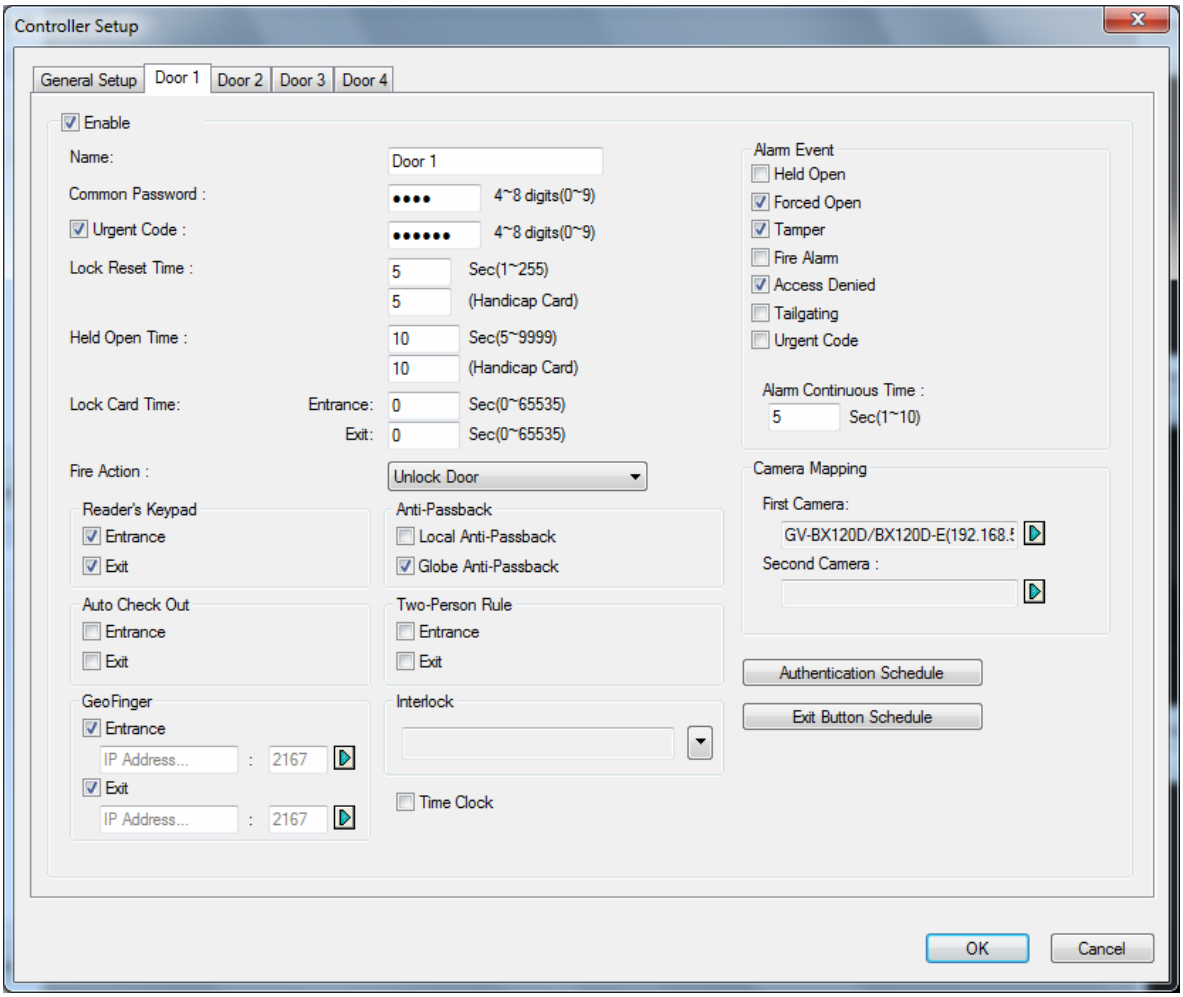

Figure 4-4
- **Interlock:** Enable Interlock function on the selected doors. Doors that are interlocked cannot be open at the same time. The door only unlocks when the other door is close. Using the settings in *Figure 4-4* as an example, Gate 1 will not unlock if either of Gate 4 and 5 is opened, and when Gate 1 is opened, Gate 4 and 5 cannot be opened.